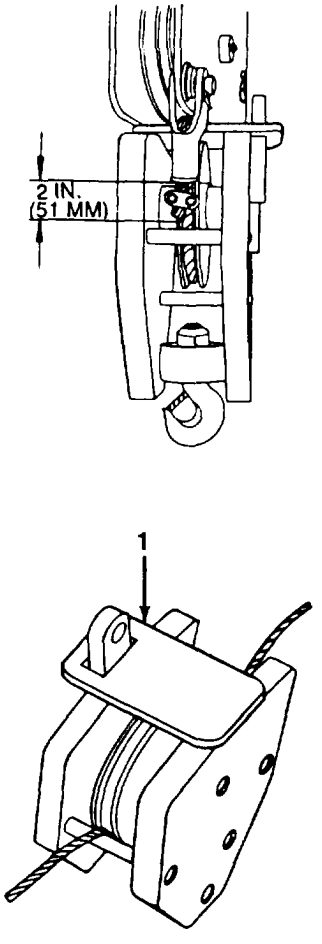

Figure 5-3. Preparation for Raising the Hook Block
c. Remove plate (1) from top of hook block (Figure 5-3) and stow in tool box.